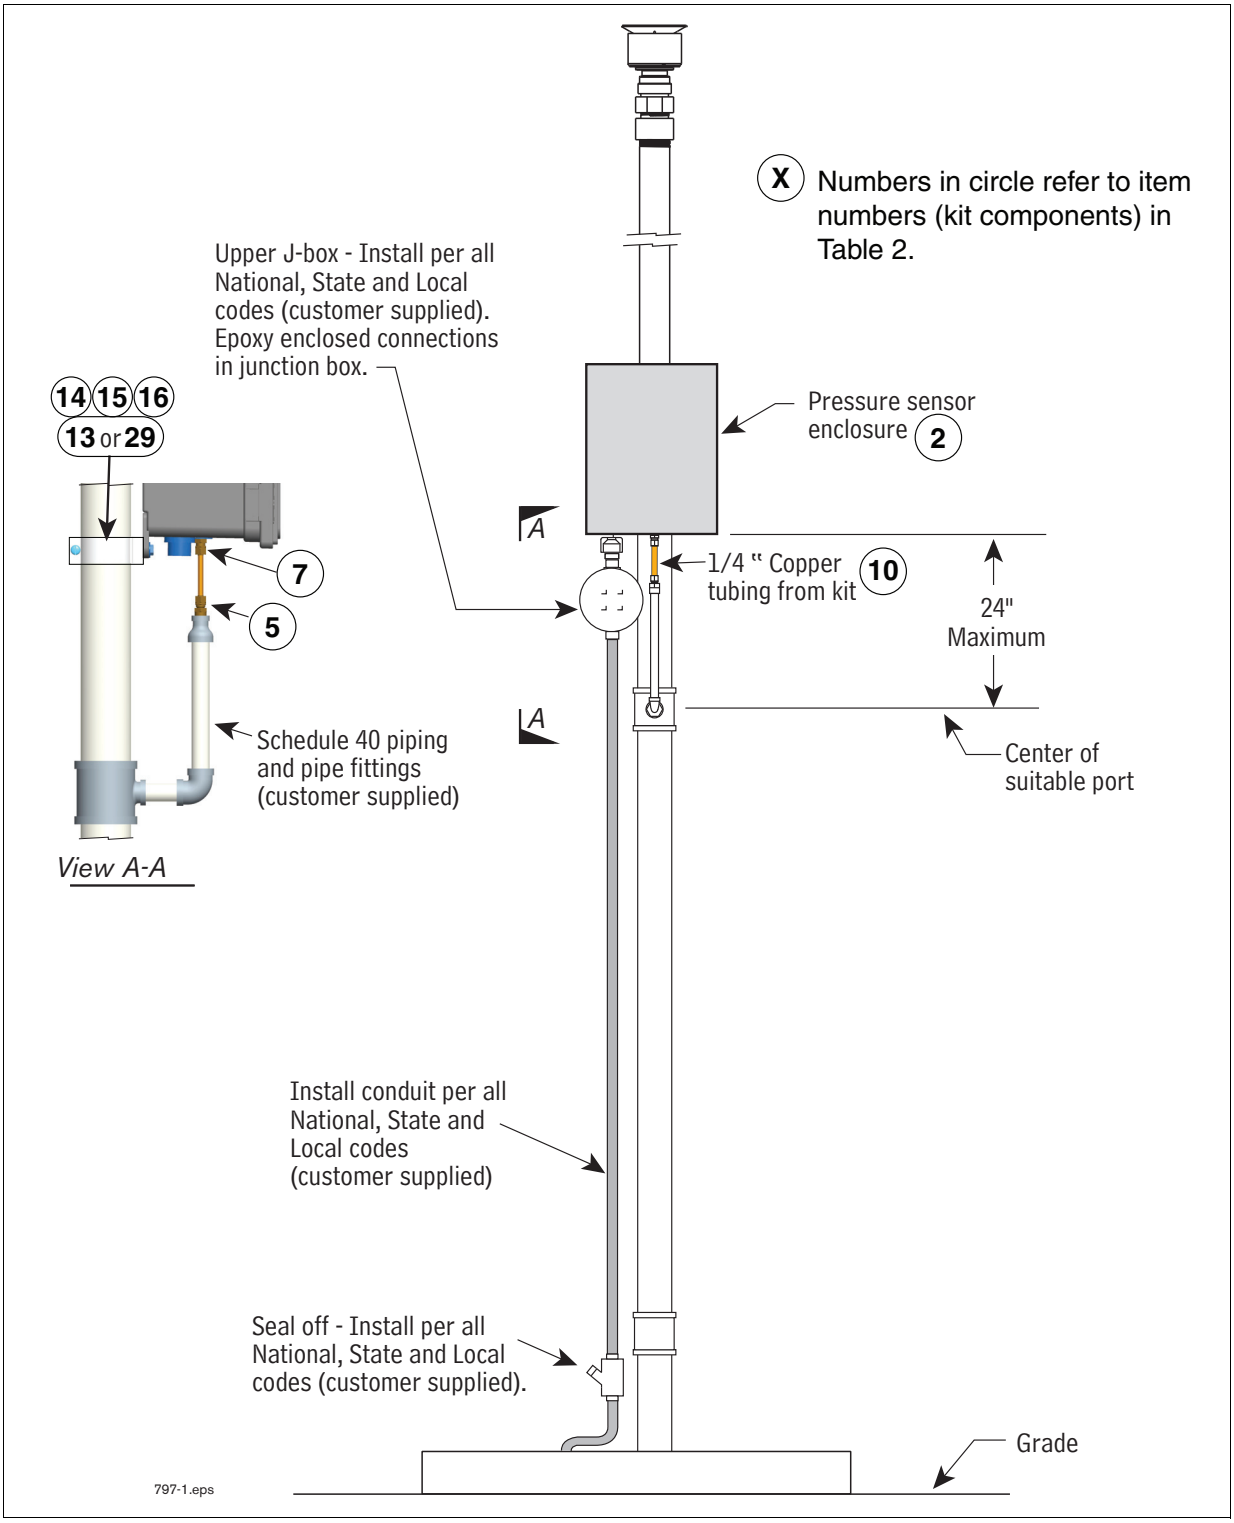

**Figure 10. Locating Pressure Sensor Enclosure in Vapor Vent Stack**
3. Locate a suitable port in an existing Schedule 40 piping fitting (tee, cross, etc.) or plumb a suitable Schedule 40 pipe fitting (tee, cross, etc.) into the vapor vent stack line (maximum length of copper tubing limited by dimension in Figure 10).
16. Mount the plastic enclosure onto the vapor vent stack or suitable rigid structure ABOVE the vapor vent stack port using two conduit clamps (for 2" or 3" pipe), bolts, nuts, and washers included, or use other customer supplied suitable mounting hardware (Example: Unistrut®). Leave the mounting hardware somewhat loose for later enclosure height adjustment (see Figure 10).
18. Install one 68CA-4-4 male connector (item 5 in Table 2) onto the top of the new pipe (see View A-A, Figure 10).
19. Measure, fabricate, and install ¼" OD copper tubing (item 10 in Table 2) between the bulkhead union and the male connector. Adjust the enclosure vertically on vent pipe to make sure the copper tube is fully inserted into the bulk head union and male connector.
23. Install ½" electrical conduit from the conduit hub in the bottom of the enclosure to the customer supplied weather-proof junction box (see Figure 10).
24. Route the cable from the pressure sensor to the junction box under the enclosure. Observing polarity, connect the sensor wiring to the field wiring from console and cap with wire nuts (see Figure 10).